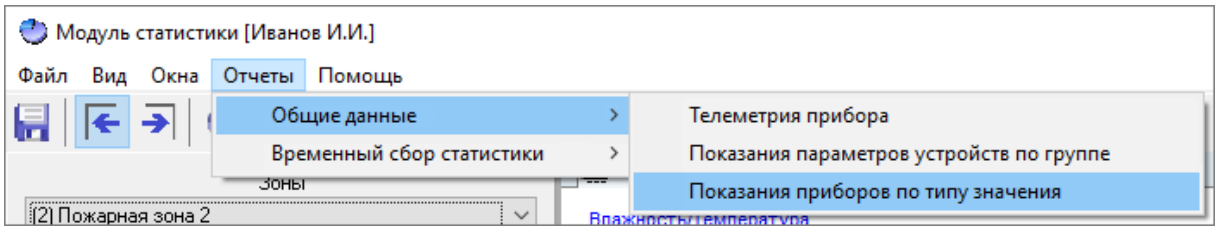

Рисунок 12-161 Переход к формированию отчета "Показания приборов по типу значения" на основании данных по схеме ВСС из меню отчетов "Общие данные"
- либо выберите соответствующий отчету пункт в меню отчетов «Временный сбор статистики» (см. п. 12.3.1.4) главного окна программного модуля «Статистика» (см. Рисунок 12-161);